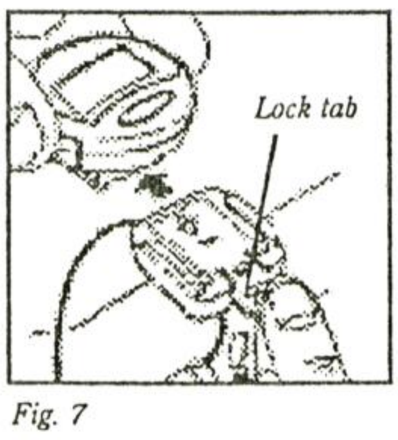

Fig. 7
6. To remove the computer, press the lock tab on the mount (Fig. 7) and slide the computer forward.